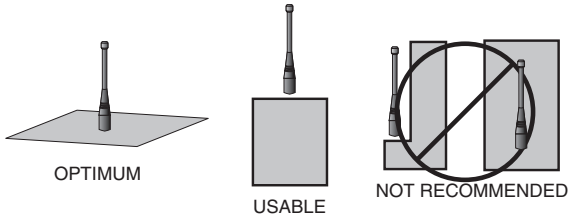

Figure 30: Ground Plane Orientation
2. Optimum performance is obtained from a ¼- or ½-wave straight whip mounted at a right angle to the ground plane (Figure 30). In many cases, this isn't desirable for practical or ergonomic reasons, thus, an alternative antenna style such as a helical, loop or patch may be utilized and the corresponding sacrifice in performance accepted.